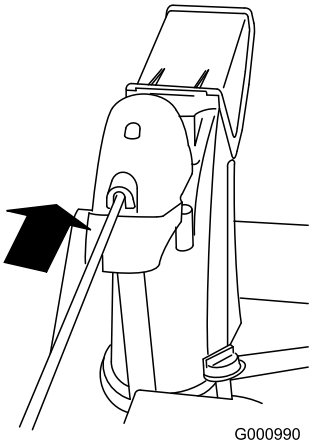

Bild 15
4. Setzen Sie das vordere Ende des Einstellgestänges in die Öffnung hinten an der Getriebeabdeckung des Auswurfkanals, bis es in das Auswurfkanalgetriebe gleitet (Bild 15).